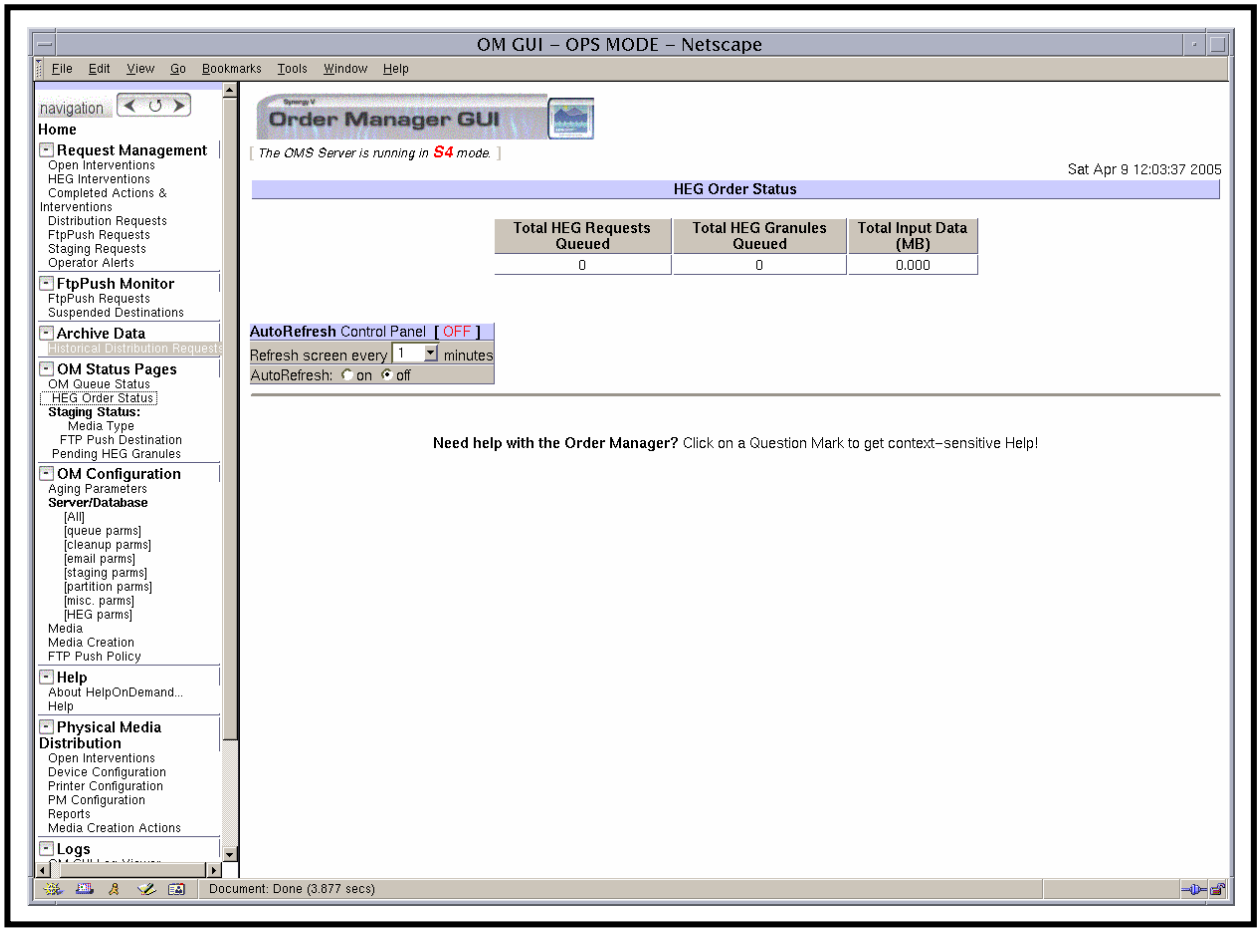

Figure 53. HEG Order Status Page
2 If the **HEG Order Status** page (Figure 53) is not already being displayed, click on the **HEG Order Status** link in the navigation frame of the **OM GUI**.
- The **HEG Order Status** page (Figure 53) is displayed.